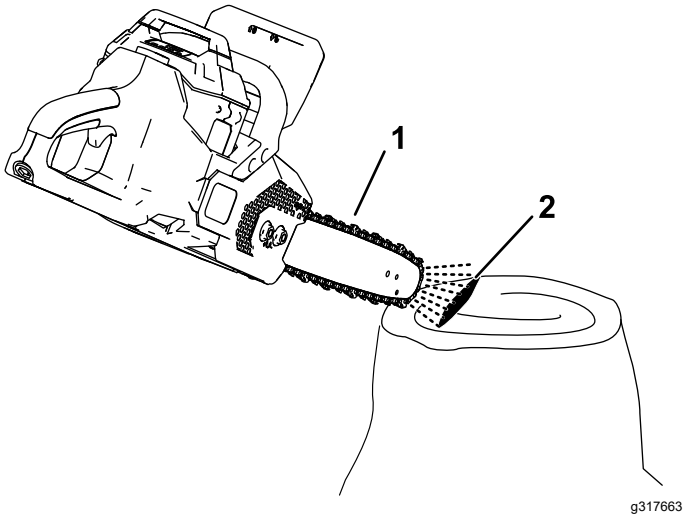

Figura 28
2. Para asegurarse de que el aceite fluye hasta la cadena, coloque la punta de la motosierra a unos centímetros de una superficie (por ejemplo, papel, cartón, un tocón) y arranque la motosierra; debe poder ver una pulverización ligera de aceite en la superficie (Figura 28).